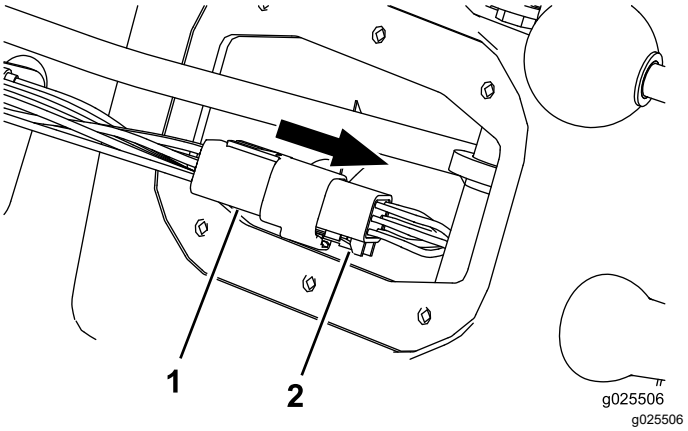

Figur 12
1. Lossa växelindikatorkopplingen från maskinens kablage (Figur 12).